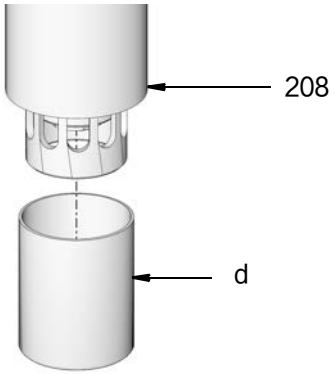

图 6
3. 从泵下管 (208) 上拆下保护盖 (d) （图 6）。丢弃盖子。不得再次使用。